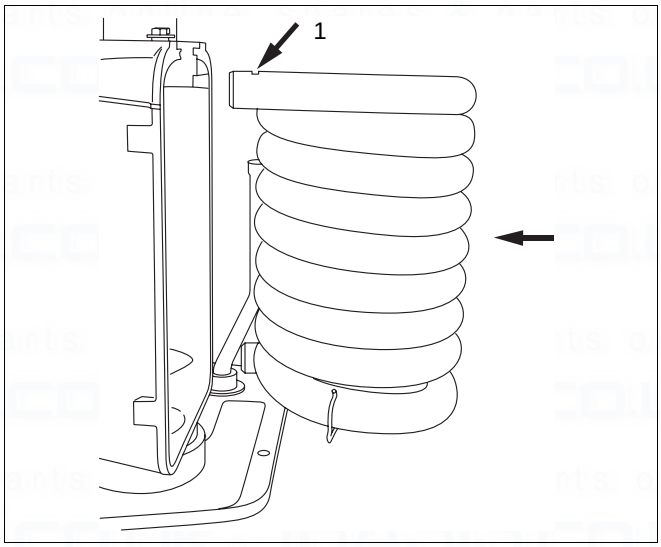

Fig. 36 Refitting the heat exchanger
Refitting (fig. 36) **:**
- Check to ensure that the heat exchanger has been fitted the right way round. The upper securing-pin groove must be horizontal (fig. 36, item 1).